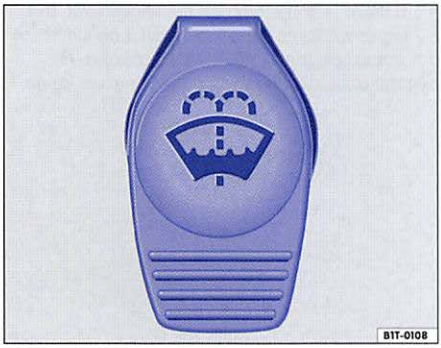

Fig. 79 In the engine compartment: Cap of the windshield washer fluid reservoir.
- The windshield washer fluid reservoir can be identified by the symbol on its cap ⇒ fig. 79.